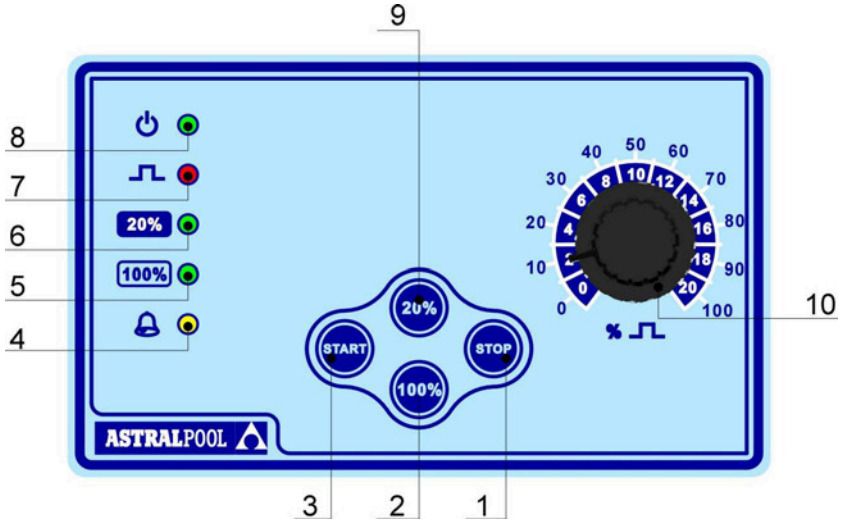

Fig. 12
6.1 - BEDIENVORRICHTUNGEN (Abb. 12)